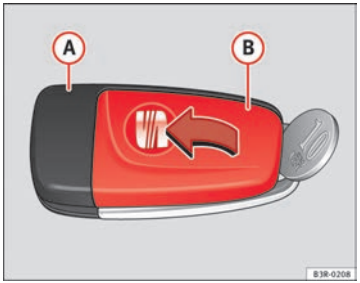

Abb. 69 Hauptschlüssel: Deckel öffnen
– Schlüsselteil ⇒ Abb. 69 (A) und Deckel (B) mit einer Münze **vorsichtig** auseinander hebeln.